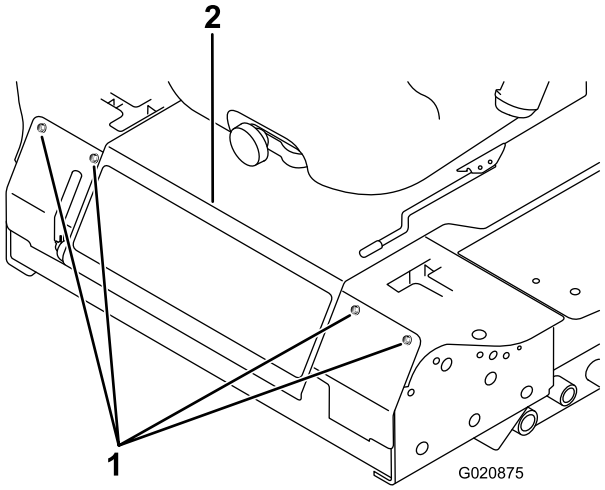

**Figur 50**
2. Lossa bultarna som fäster den främre panelen och ta bort den (Figur 50).